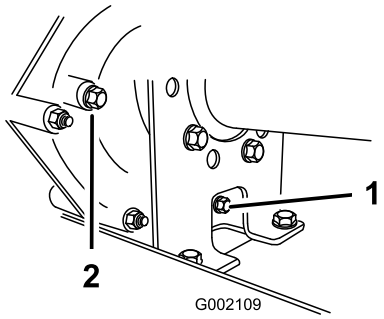
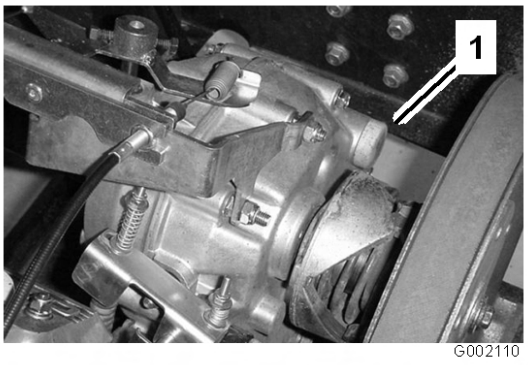

Figuur 48
Figuur 49
2. Verwijder de aftapplug uit de rechterkant van het reservoir (Figuur 48) en laat de vloeistof in een opvangbak lopen. Plaats de aftapplug terug wanneer er geen vloeistof meer naar buiten stroomt, en zet deze goed vast.
3. Vul het reservoir (Figuur 49) met ongeveer 1,4 liter SAE 10W30-motorolie of totdat het oliepeil de onderkant van de opening van de niveau-aanwijzer bereikt (Figuur 48).